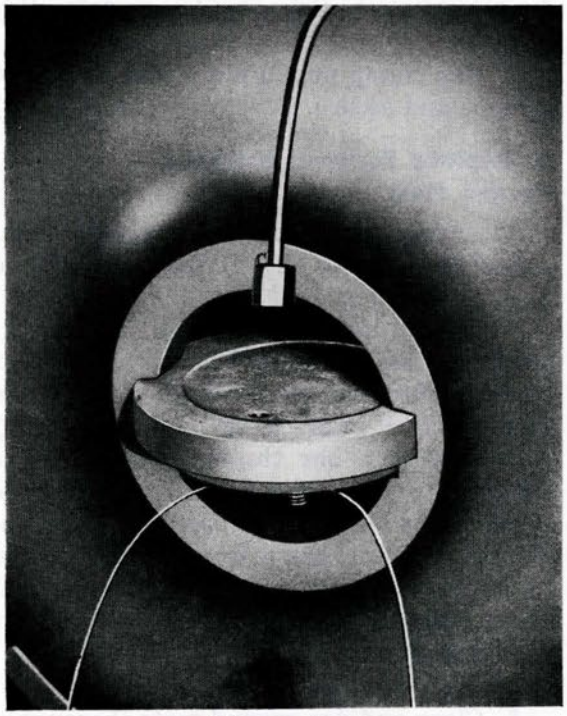

Figure 134A
5. Clean and dry ground seats thoroughly with a suitable grease solvent (do not use lye or other alkali, gasoline, or volatile oils) and apply a mixture of 75 per cent pure strained white lead and 25 per cent light lubricating oil (C) to both seats.
6. Secure wire to clamp bolt in bulkhead and insert bulkhead through slots into flask (Fig. 134A).